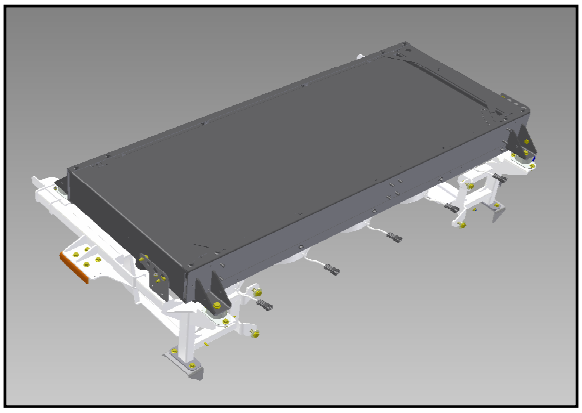

Figure 16 - Typical View of Radiator assembly
1.36. Install the radiator assembly into the vehicle (see Figure 16).